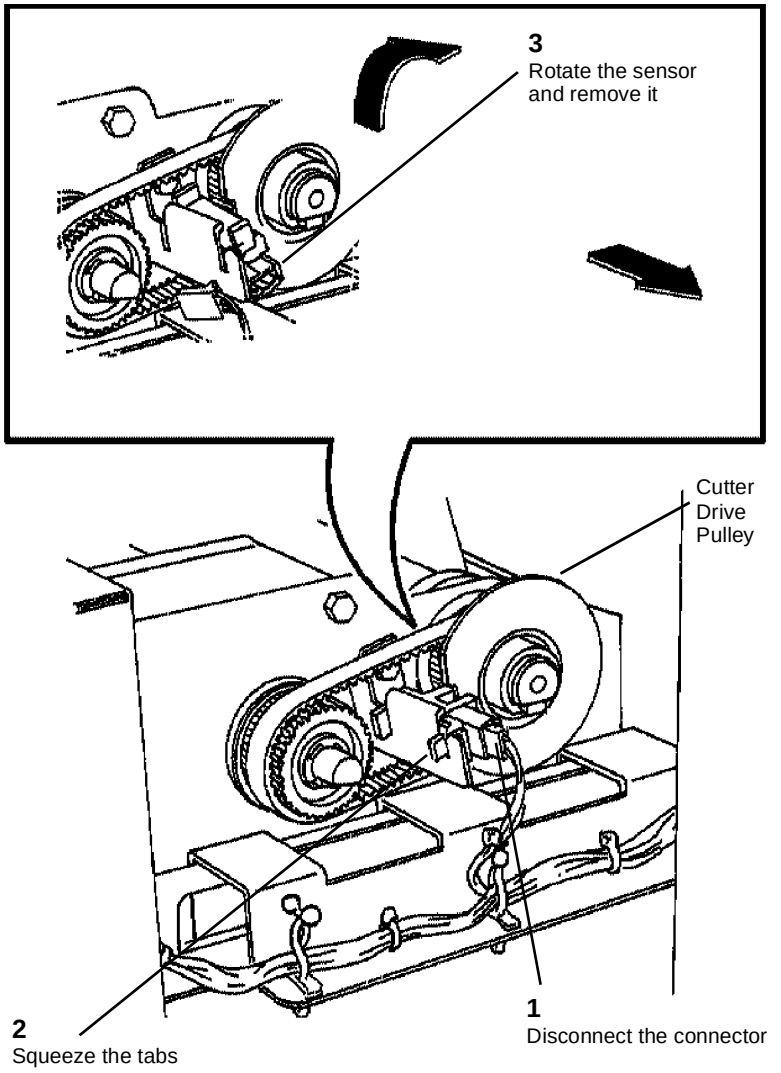

**Figure 1 Removing the Cutter Home Sensor**
2. (Figure 1): Remove the Cutter Home Sensor.